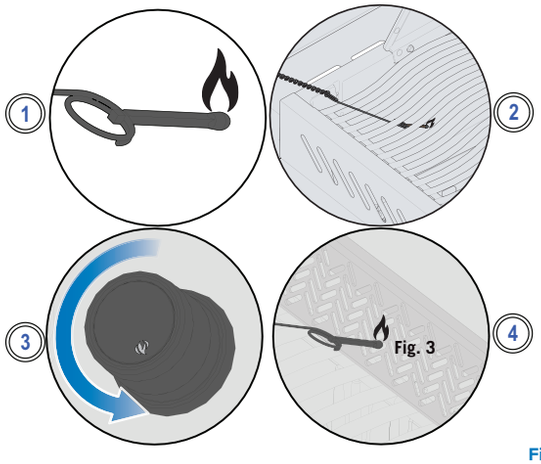

Fig. 8
2. Insérez l'allumette allumée à travers les grilles de cuisson et les plaques de saisie tout en tournant le bouton du brûleur correspondant à haute. **(Fig. 8).**